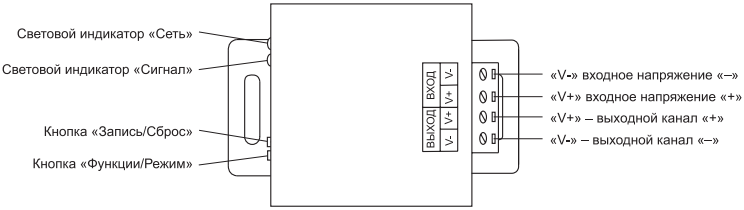

Рисунок 6 – Контроллер LSC2-MONO-120-RF-20-12-W, LSC2-MONO-120-RF-20-12-B
4.1 Если Вы хотите дистанционно включать и выключать одноцветную светодиодную ленту, изменять яркость ее свечения, то в схемах, представленных на рисунках 1 и 2, между лентой и драйвером необходимо установить контроллер (диммер) LSC2-MONO-120-RF-20-12-W (белый ПДУ) или LSC2-MONO-120-RF-20-12-B (черный ПДУ) (рисунок 6).